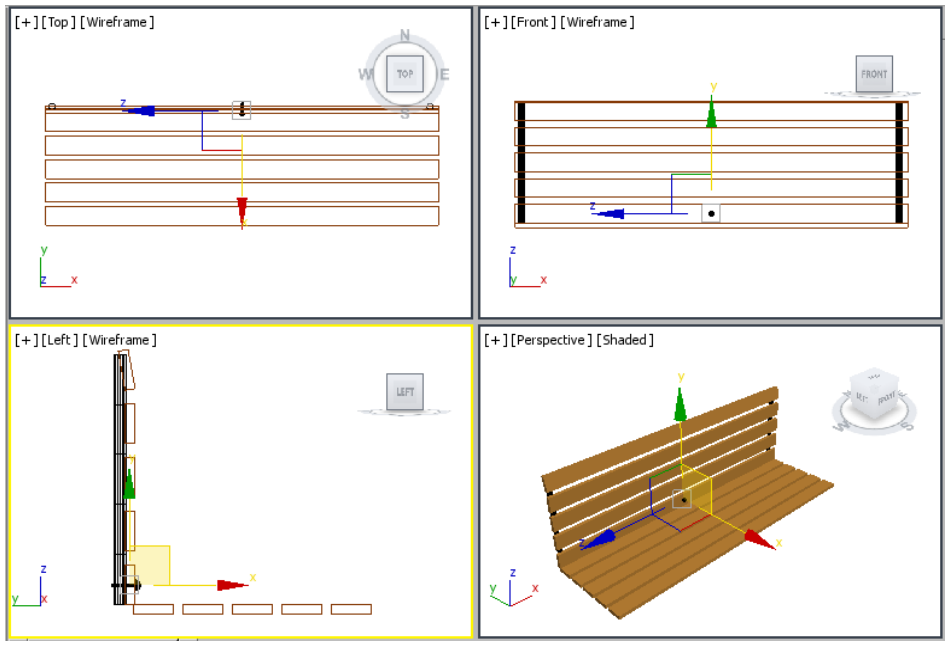

Figure 2-77 *Alignment of rivet001 with horizontal back support*
3. Choose the **Select and Move** tool and align *rivet001* with *horizontal back support* in all viewports, as shown in Figure 2-77.